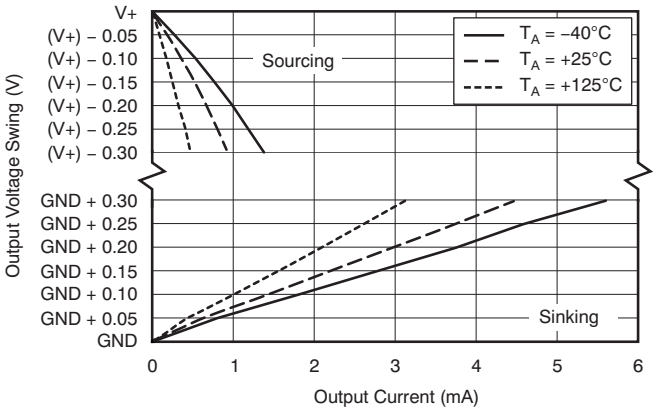

Figure 9.
(1) RTI：以输入为基准。
(2) 由于 V_{CM}为电源电压，CMRR 与 PSRR 一致。
(3) 请见典型特征图，*输出摆动至电源轨*(Figure 9)。